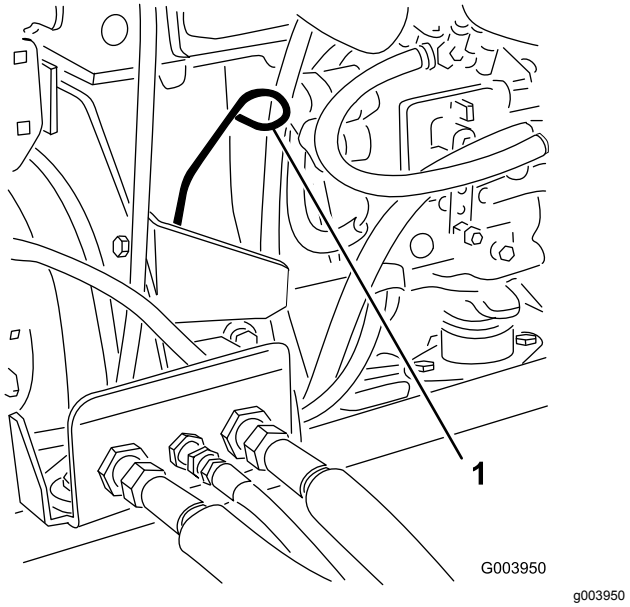

Figur 44
3. Ta ut peilestaven, tørk den ren og sett den tilbake på plass (Figur 44).